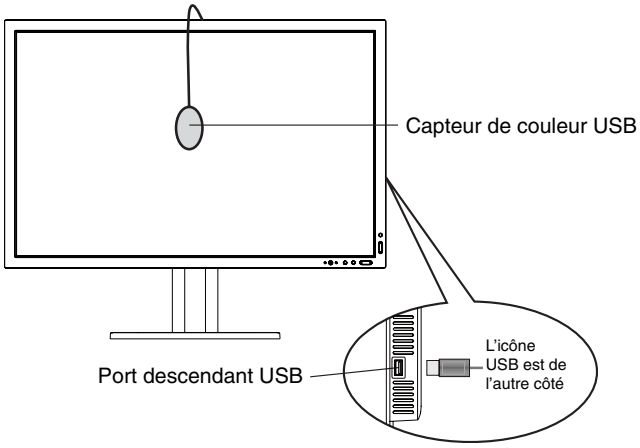

Figure S.1
3. Branchez le capteur de couleur USB dans le port USB descendant situé de côté ou en bas pour le mode portrait (**Figure S.1**).
6. Lors de la procédure, on vous demandera de placer le capteur de couleur USB au centre du panneau d'affichage (**Figure C.3**). Inclinez le panneau d'affichage d'environ 5° vers l'arrière et placez le capteur de couleur USB au centre du panneau d'affichage (**Figure S.1**).
3. Lors de la procédure, on vous demandera de placer le capteur de couleur USB au centre du panneau d'affichage **(Figure S.2)**. Inclinez le panneau d'affichage d'environ 5° vers l'arrière et placez le capteur de couleur USB au centre du panneau d'affichage (**Figure S.1**).